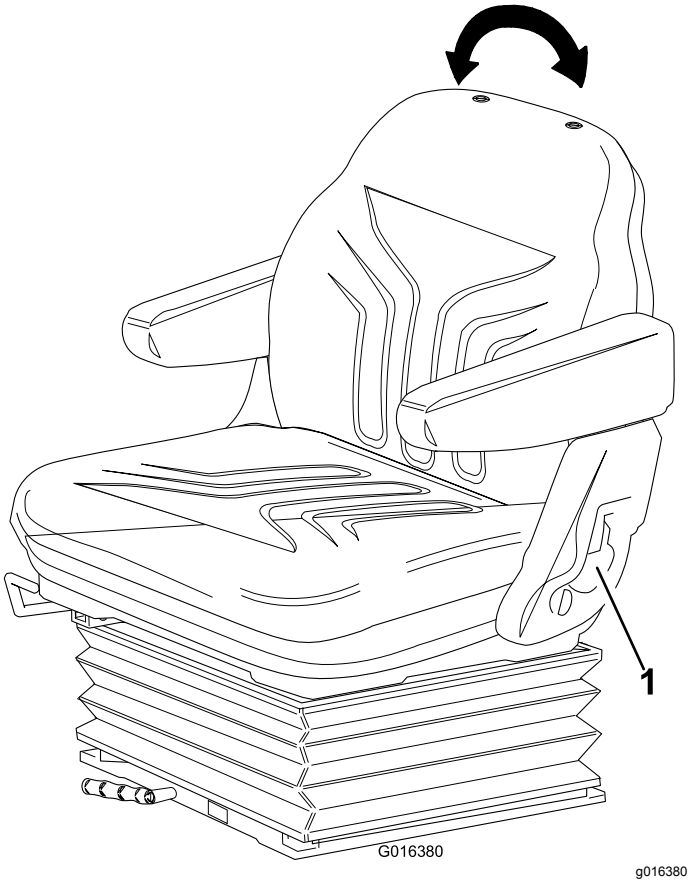

Figur 14
- **Ryggstödsjustering:** Dra handtaget utåt för att justera vinkeln på sätets ryggstöd. Frigör handtaget för att låsa sätets ryggstöd på plats (Figur 14).